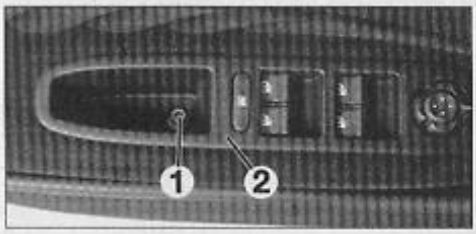

FIG. 38
• Déposer la vis (1) du bloc des commandes (2) des lève-vitres et de réglage des rétroviseurs électriques **(Fig.38)**.